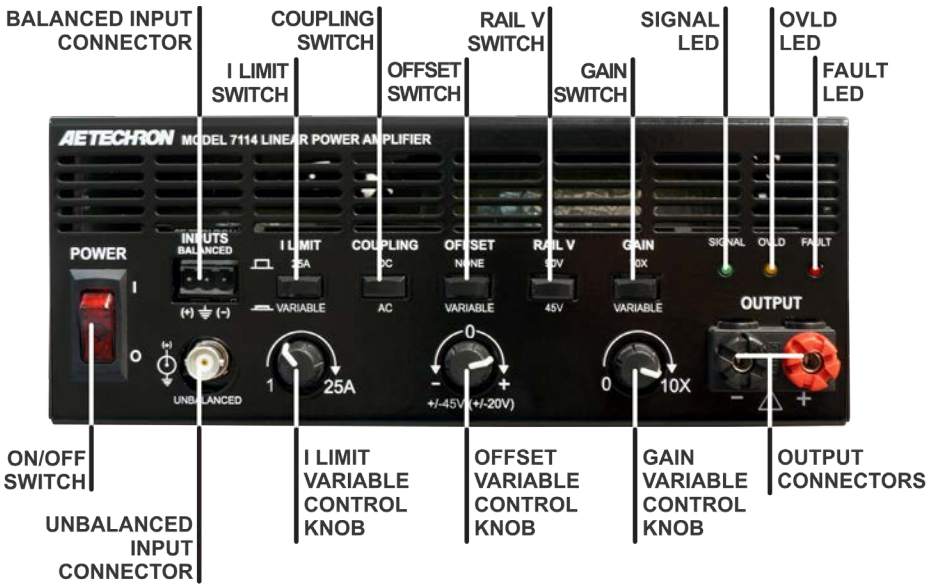

Figure 4.1 – Front Panel Controls, Indicators and Connectors
This section provides an overview of Front-Panel controls found on the 7114 amplifier. See **Figure 4.1** for control locations.
The lighted rocker POWER switch controls the AC mains power to the unit. Switch to the ON position (|) to turn the unit on. The switch's internal LED will light. Switch to the OFF position (O) to turn the unit off. See **Figure 4.1.**
Three status indicators are located on the front panel. See **Figure 4.1** for component locations.
This section provides an overview of the connectors found on the 7114 amplifier. Please refer to **Figures 4.1 and 4.2** for visual locations.